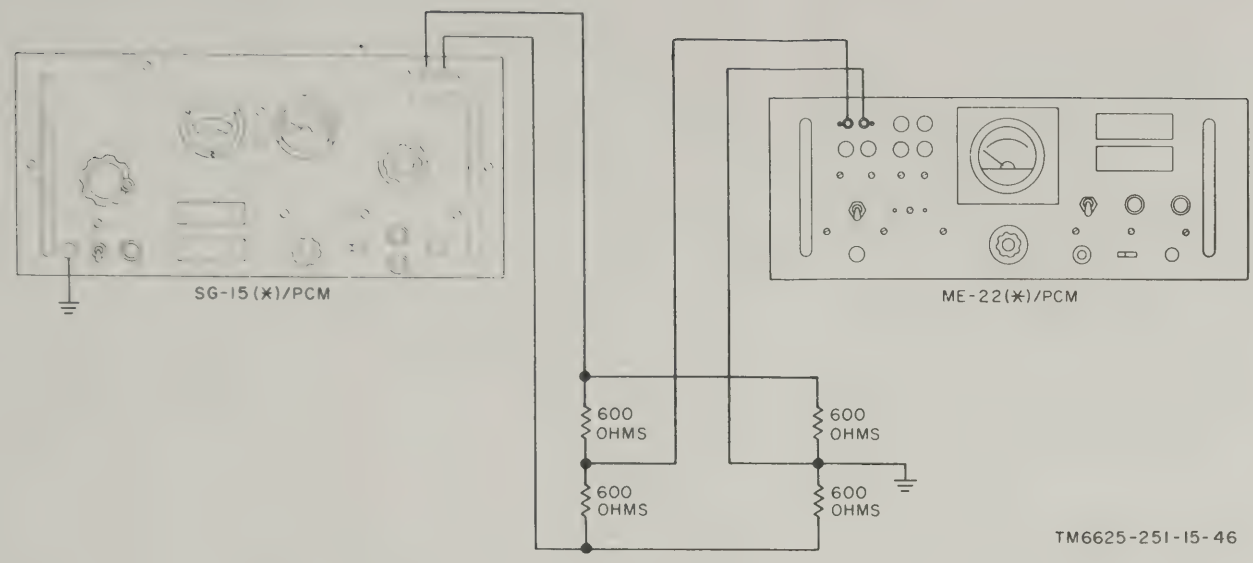

Figure 8–8. Longitudinal input test of ME–22(*)/PCM, test setup.
(1) Signal Generator SG–15(*)/PCM.
(2) Four 600-ohm resistors.
b. Test Connections and Conditions. Connect the equipment as shown in figure 8–8. Remove Decibel Meter ME–22(*)/PCM from its case.